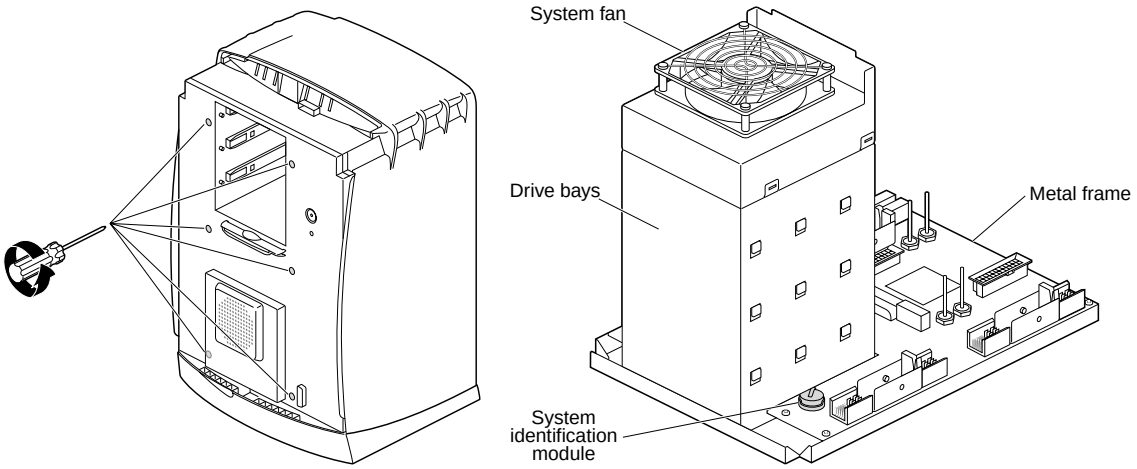

Figure 5-130 Removing the Frontplane Module from the Chassis
If the Frontplane Module is replaced, move the System ID Module from the old unit to the new. See Figure 5-130. The new front plane module does not come with a system ID module.
10.) Loosen the six (6) captive screws that hold the frontplane module to the chassis. Refer to Figure 5-130, below.